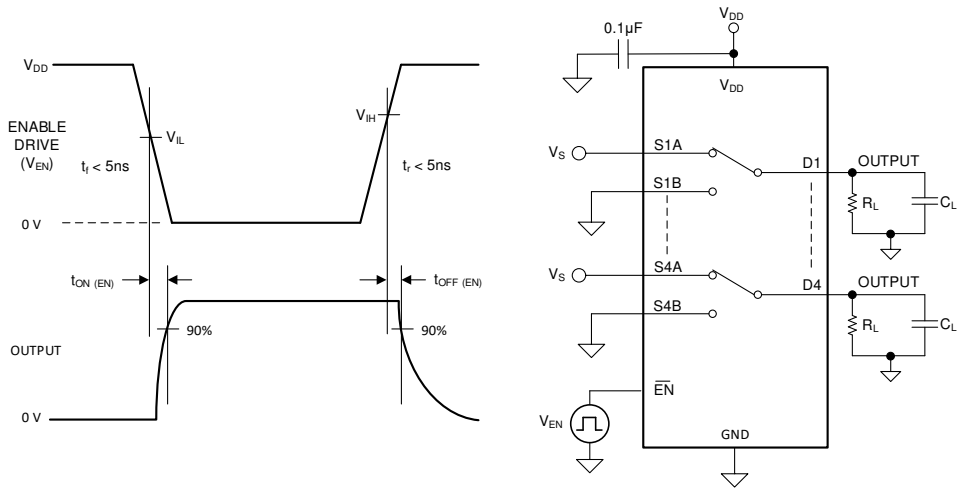

**Figure 32. $t_{ON\ (EN)}$ and $t_{OFF\ (EN)}$ Time Measurement Setup**
The $t_{ON\ (EN)}$ time is defined as the time taken by the output of the device to rise to 90% after the enable has fallen past the logic threshold. The 90% measurement is used to provide the timing of the device being enabled in the system. Figure 32 shows the setup used to measure the enable time, denoted by the symbol $t_{ON\ (EN)}$.
The $t_{OFF\ (EN)}$ time is defined as the time taken by the output of the device to fall to 90% after the enable has fallen past the logic threshold. The 90% measurement is used to provide the timing of the device being disabled in the system. Figure 32 shows the setup used to measure enable time, denoted by the symbol $t_{OFF\ (EN)}$.